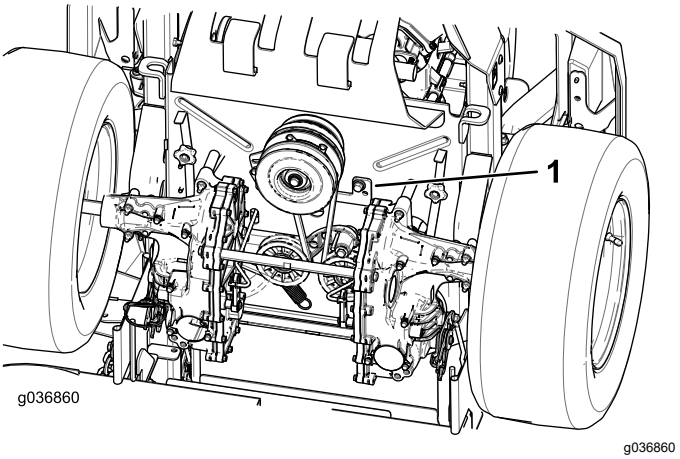

**Figur 64**
5. Fjern clutchsperren (Figur 64).
9. Monter clutchsperren (Figur 64).